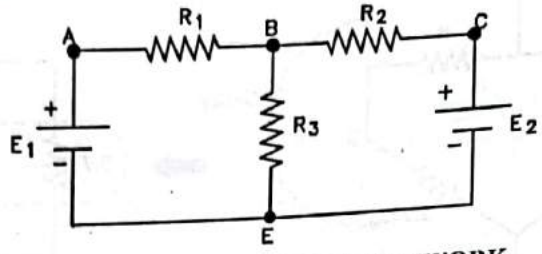

FIG. 1.61 : ELECTRICAL NETWORK
4. **Active element :** The element which is capable of delivering an average power (or energy) greater than zero to some external device over an infinite time interval is called an active element. For example, ideal voltage and current sources e.g. in Fig. 1.61 $E_1$ and $E_2$ are active elements.
6. **Node :** The point at which two or more elements are connected together is generally called as node e.g. A, B, C and E, in Fig. 1.61
7. **Junction :** It is a point where three or more elements are connected together e.g. B and E in Fig. 1.61.
8. **Branch :** A section or portion of a network or circuit which lies between two junction points is called as branch. As shown in Fig. 1.61, there are three branches between the junctions B and E such as BE, BAE and BCE.
9. **Loop :** Any closed path in a network is called a loop e.g. ABEA, BCEB, ABCEA are the loops in Fig. 1.61.
10. **Mesh :** It is the most elementary form of a loop and cannot be further divided into other loops e.g. ABEA and BCEB are the meshes in Fig. 1.61 because they cannot be further divided into other closed paths (or loops). But ABCEA cannot be called as mesh because it encloses two loops ABEA and BCEB.